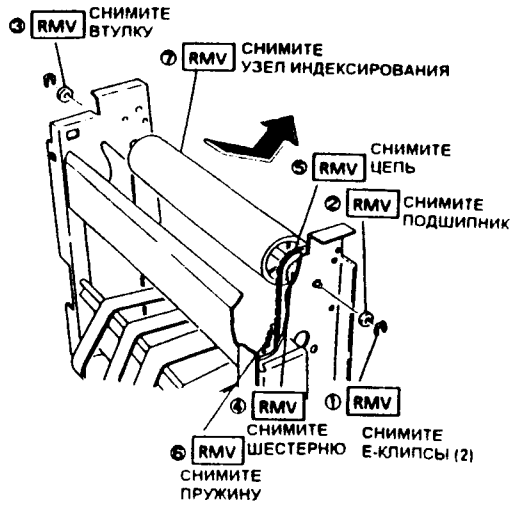

Рис. 10
18.(Рис. 10) Снимите узел индексирования.